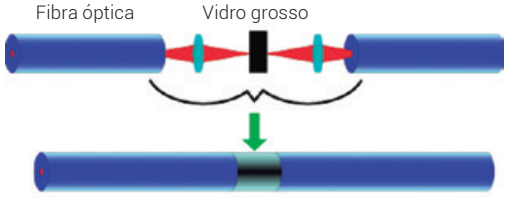

**Figura 1.** Representação esquemática do sensor *bullk-optics*.
- *Bulk-Optics Transducer*, também designados por *magneto-optic current transducer* (**MOCT**), por *inserção de um dispositivo* (**vidro grosso** – *bulk-optics*) no *cabo de fibra óptica* (ver Figura 1);